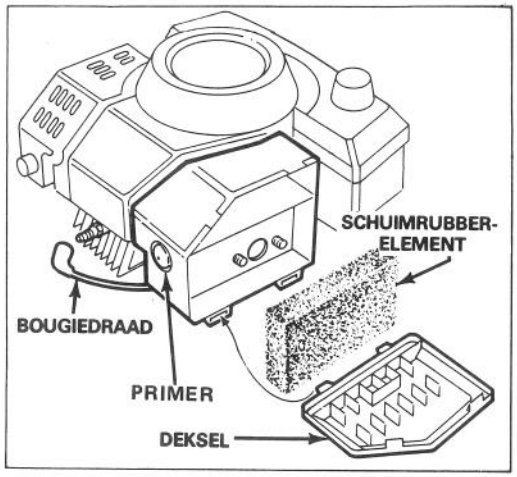

Afbeelding 11
1. Zet de motor af en trek de draad uit de bougie (Afb. 11).
2. Druk de sluitingstabs naar binnen en licht het deksel van de luchtfilter. Maak het deksel grondig schoon (Afb. 11).
3. Wanneer het luchtfilterelement vuil is, verwijder het uit de luchtfilter en maak het grondig schoon (Afb. 11).
1. Zet de motor af en trek de draad van de bougie (Afb. 11)
2. Maak het gebied rondom de bougie schoon en verwijder de bougie van de cyclinderkop (Afb. 11).